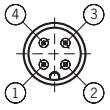

*Fig. 3: Asignación de contactos conector M12*
- Tenga también en cuenta el radio de puerta y las posibilidades de fijación (consulte la Fig. 3).